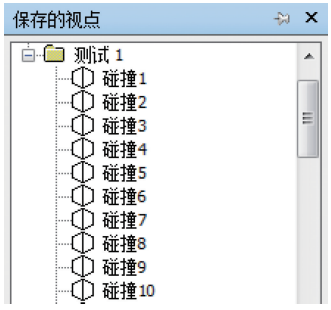

图　10-16
② 作为视点。如果选择【作为视点】格式，则 Navisworks 将用检测名称在【保存的视点】窗口中自动创建一个文件夹，同时也为每个碰撞保存视点并按顺序编号，此处以碰撞检测【测试 1】为例，发生的碰撞编号为【碰撞 1-10】，如图 10-16 所示。